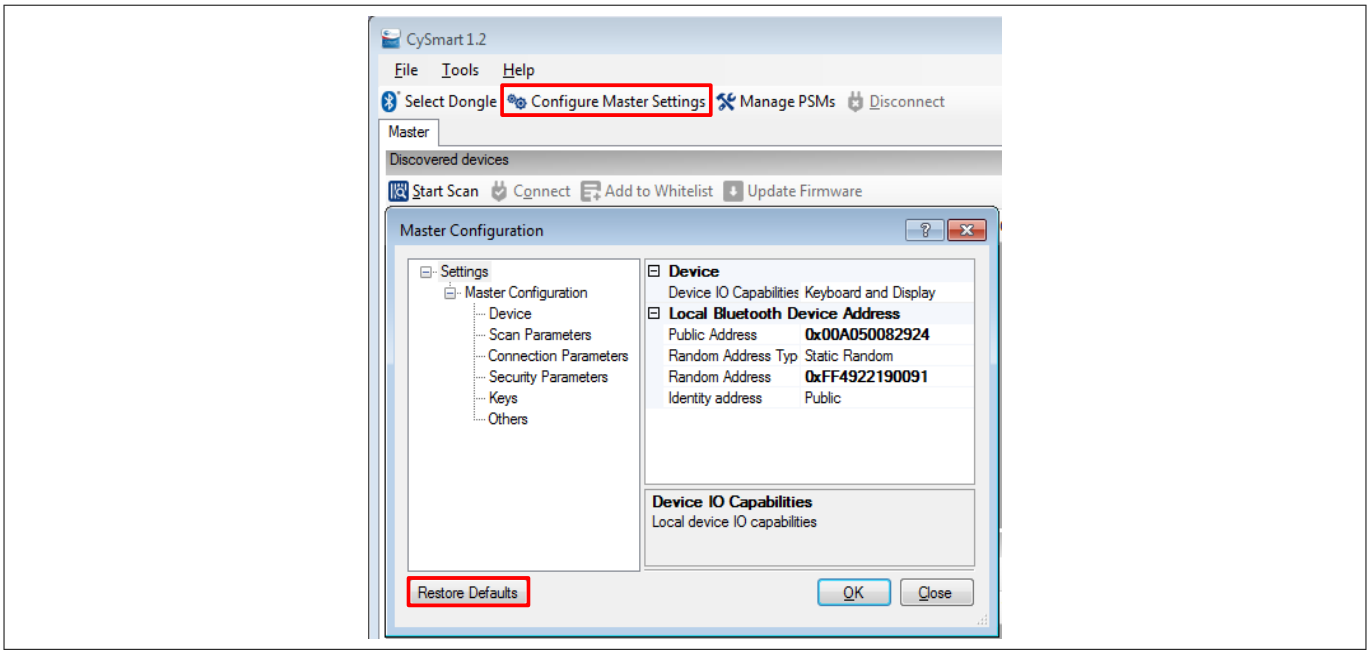

図 56　　CySmart Master Settings 設定
- 図 56 に示すように、**Configure Master Settings** をクリックし、**Restore Defaults** をクリックします。その後、**OK** をクリックします。